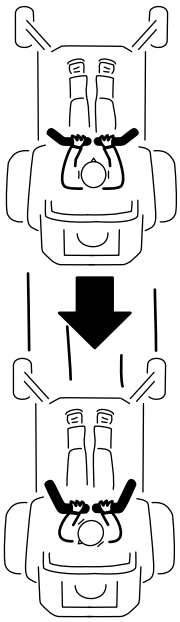

Figure 32
2. Pour vous déplacer en marche arrière, tirez lentement les leviers en arrière (Figure 32).